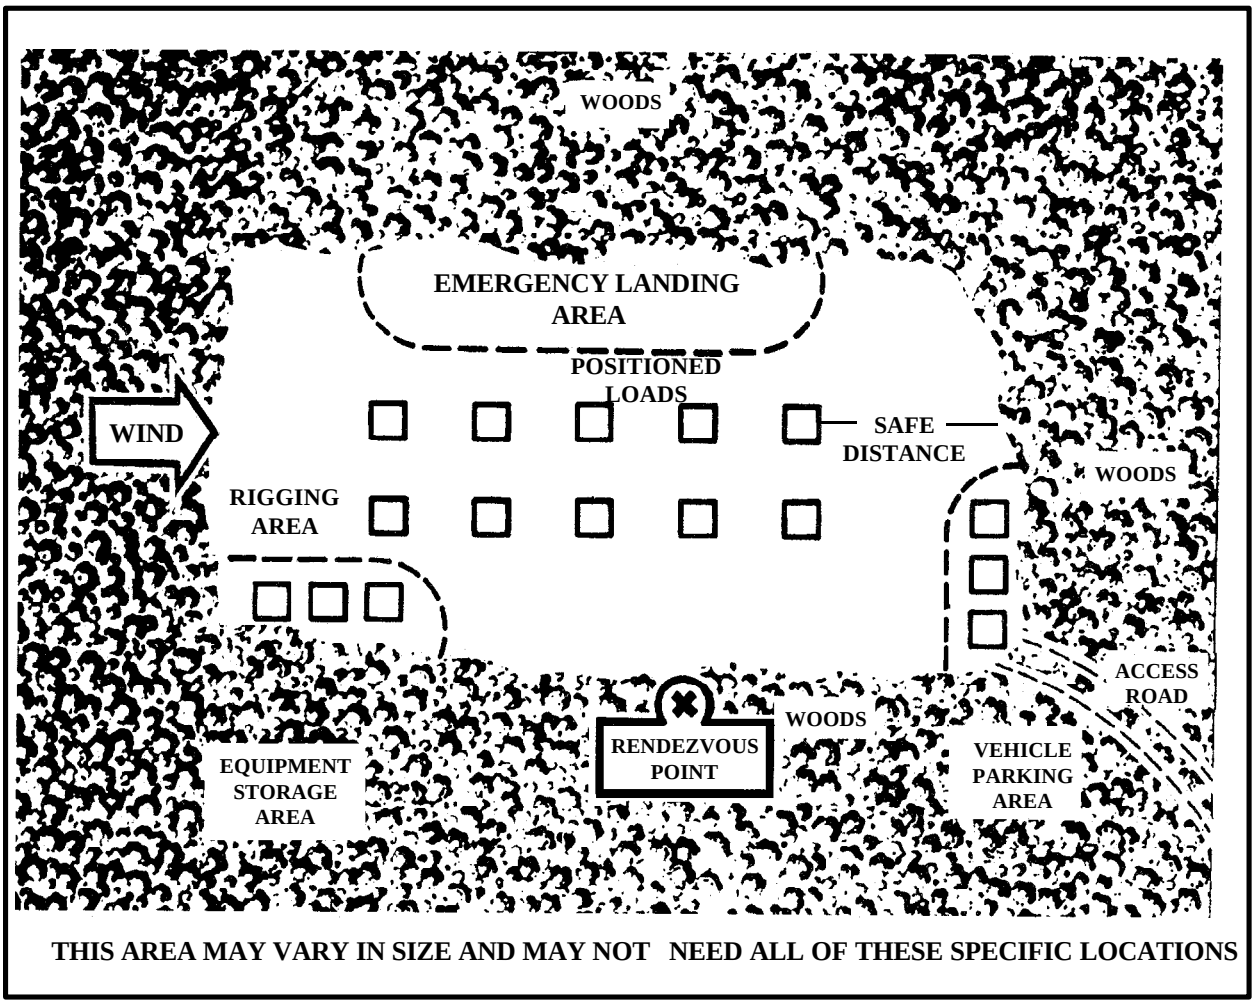

*Figure 3-5. Typical Layout of a Landing Site*
**d. Working Area.** Ground crew personnel should make every effort to work at the side of the load closest to the rendezvous point so that during an emergency they can clear from under the aircraft without climbing over or moving around the load. Ground personnel may or may not be told to clear the aircraft by a crew member in the event of an emergency. If the pilot is able, he will rapidly flash the landing light as a visual warning to the ground crew to clear the aircraft. All personnel involved with the sling load mission must exercise sound judgment and common sense in positioning themselves so that if the load should be accidentally dragged or lifted, they can move clear immediately to avoid injury. Figure 3-5 shows a typical layout for a landing site and a good location for the emergency landing area and rendezvous point. The landing site must be policed to prevent a flying object hazard. Any object that can be lifted by the rotor wash could become a missile and cause damage to equipment or injury to personnel.